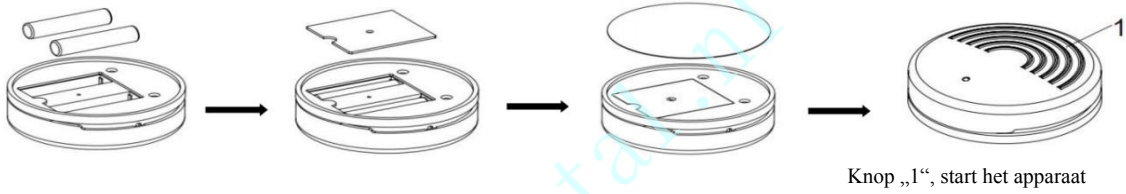

Afbeelding 12
4、Steek de stekker van de bedrade voetschakelaar in de aansluiting voor de bedrade voetschakelaar; zie afbeelding 12 en 13 voor details over de draadloze voetschakelaar.